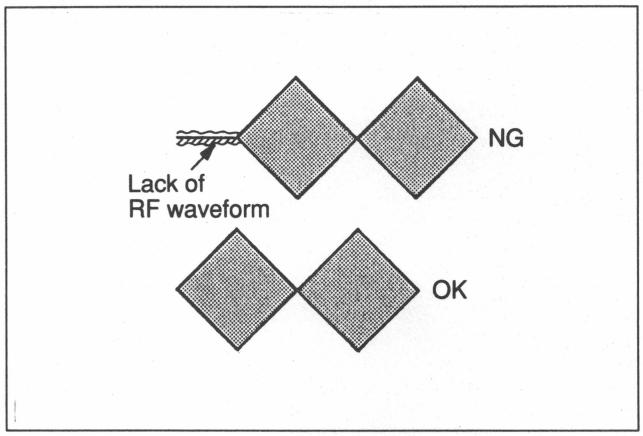

Fig. 8-10-5 Lack of RF Waveform Check
5. Put the machine into the shuttle mode shown in Fig. 8-10-5, play back the RF waveform at 0 through ±2 times the normal speed, and check that there is lack of RF waveform in the RF waveform.